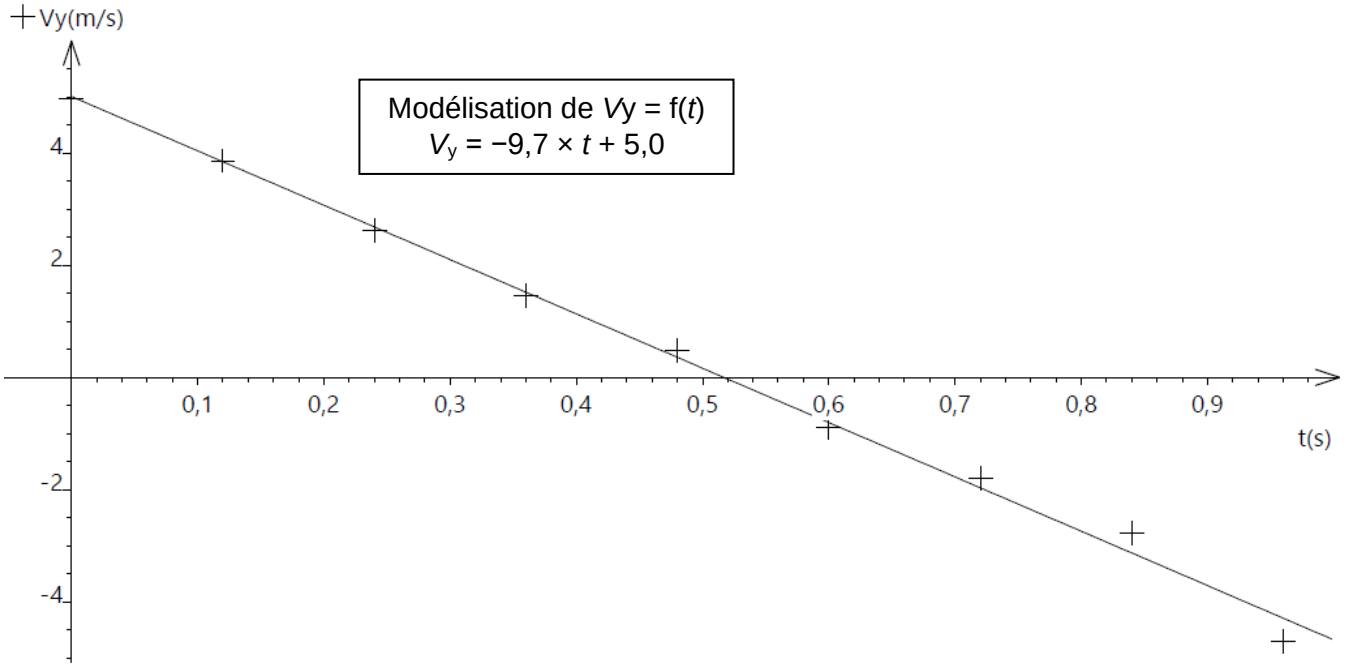

Figure 3 – Évolution de la coordonnée v_y de la vitesse du ballon en fonction du temps t
Q.3. Déterminer, à l'aide de la figure 3, la valeur de la coordonnée v_{y0} du vecteur vitesse initiale $\vec{v}_0$.